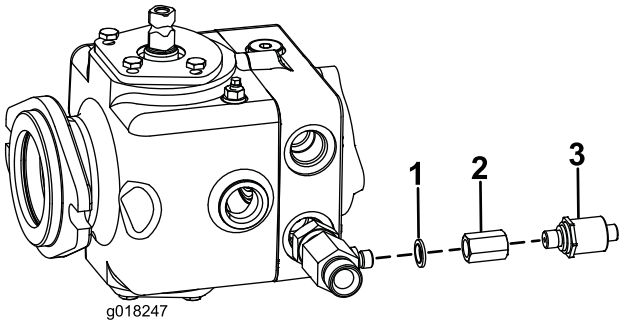

**図 6**
3. T字フィッティングに、1/4インチダウティ・シールをはさんで圧力スイッチアダプタを取り付ける（図 6）。
4. 圧力スイッチをこのアダプタに取り付ける（図 6）。スイッチを 25 ft-lbs（34 Nm = 3.46 kg.m）にトルク締めする。